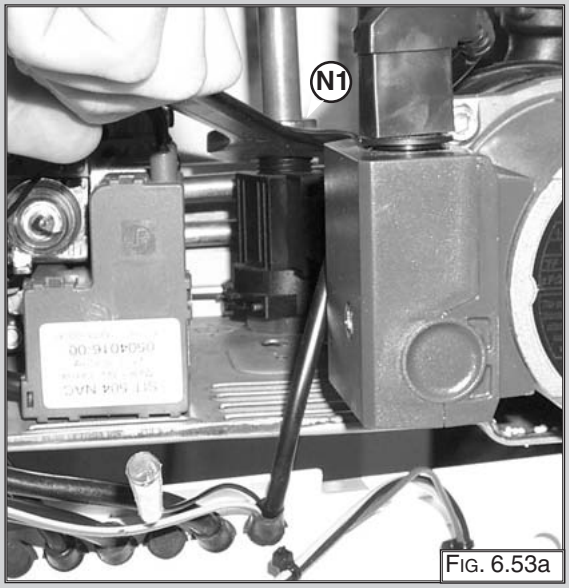

FIG. 6.53a
2. Release nut “N1” (FIG. 6.53a);